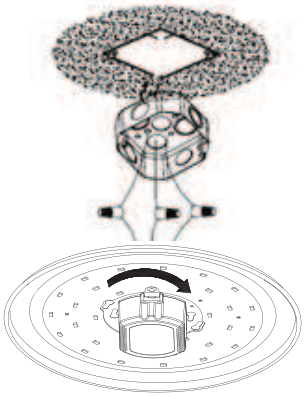

Figure 4
4. Connecter les fils noir et blanc du luminaire avec les fils de la même couleur dans la boîte de jonction avec des capuchons de connexion. Raccorder le fil de mise à la terre du luminaire avec celui de la boîte de jonction avec un capuchon de connexion (figure 4).